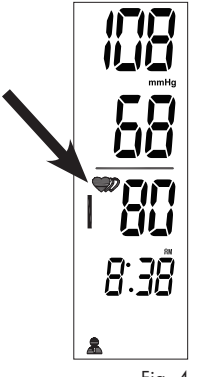

Fig. 4
7. Si durante la lectura se detecta un ritmo cardíaco irregular, en la pantalla aparecerá el indicador de Detector de ritmo cardíaco irregular, Fig. 4. Consulte la página 56 para obtener más información sobre la función de Detector de ritmo cardíaco irregular.